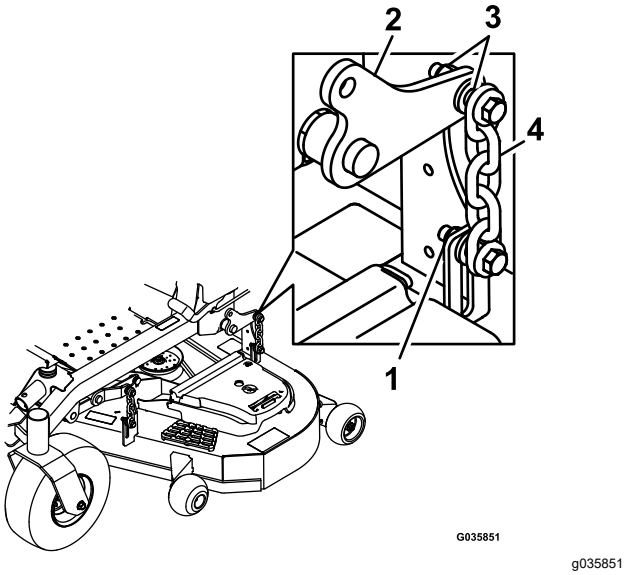

**Figur 84**
13. Løsn låsemøtrikkerne (Figur 84) på alle fire hjørner, og kontroller, at plæneklipperskjoldet sidder sikkert på alle fire blokke.